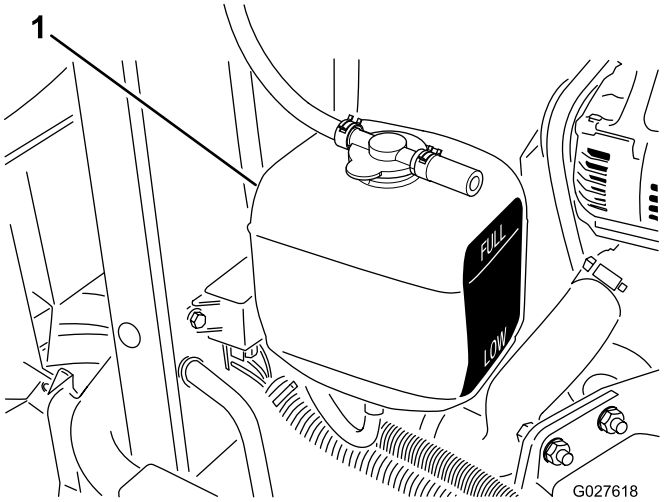

**Figur 41**
1. Kontroller kølevæskestanden i ekspansionsbeholderen (Figur 41).